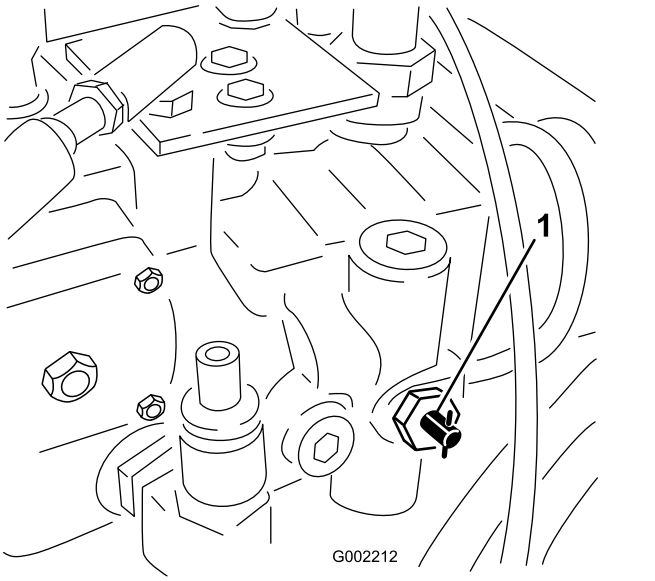

Figur 52
1. Drei taueventilen (Figur 52) 90° i begge retninger for å åpne den.